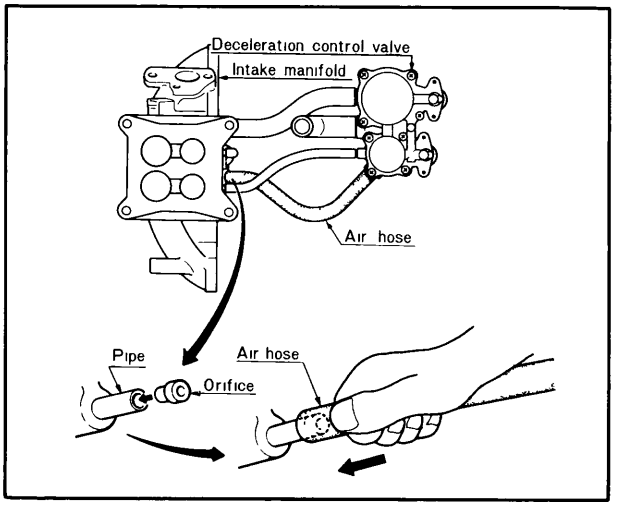

Fig. 4–38 Installing orifice
2) Fix the orifice in the mouth of the pipe of the intake manifold, as shown in Fig. 4–38.
2. Connect the coupler of the No.1 vacuum switch. (for automatic transmission models only) (See Fig. 4–35)
3. Connect the reset connector of the EGR maintenance warning system. (for automatic transmission models only) (See Fig. 4–36)